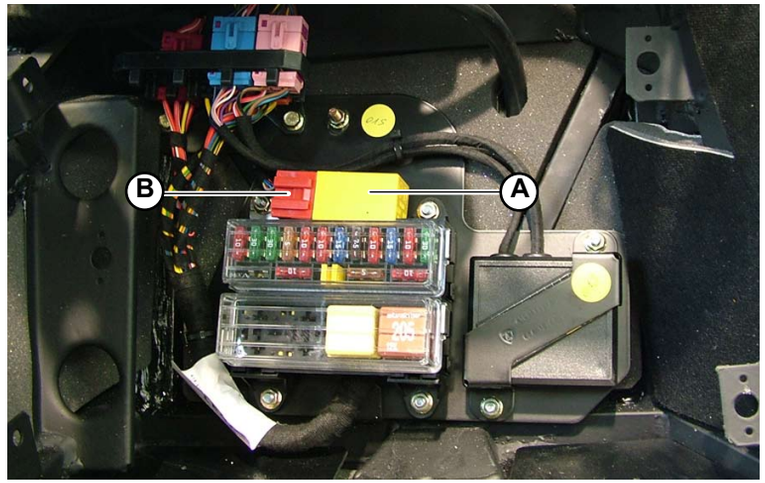

Fig.11
1. Detach the door central locking control unit (**A-Fig.11**) from the connection (**B-Fig.11**) located above the fuse box.